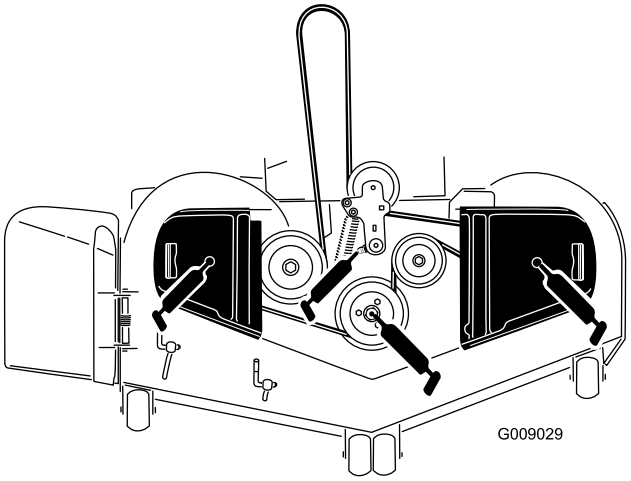

Figur 44
3. Smør drejeleddet på plæneklipperskjoldets mellemhjul, indtil der kommer fedt ud af bunden (Figur 44).
4. Smør fittingerne øverst på de tre spindellejer, indtil der kommer fedt ud (Figur 44).
5. Smør drivremmens styrearm (Figur 44).